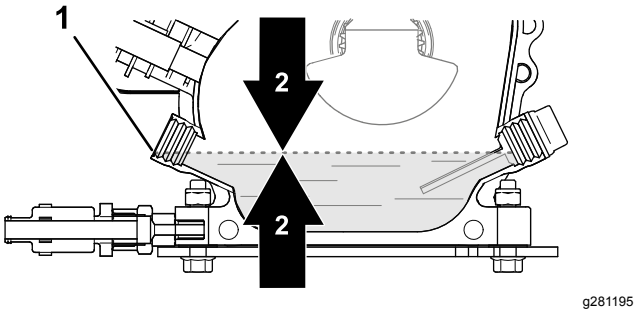

Figur 28
4. Kontrollera oljenivån (Figur 28).